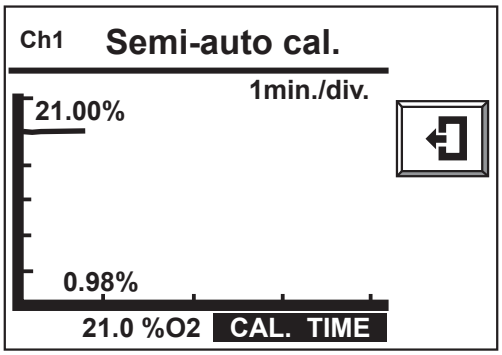

Figure 9.10 Semi-Auto Calibration Trend Graph
4) When you select [Start calibration] the [Semi-auto cal.] trend graph of Figure 9.10 is displayed, and Span calibration begins.